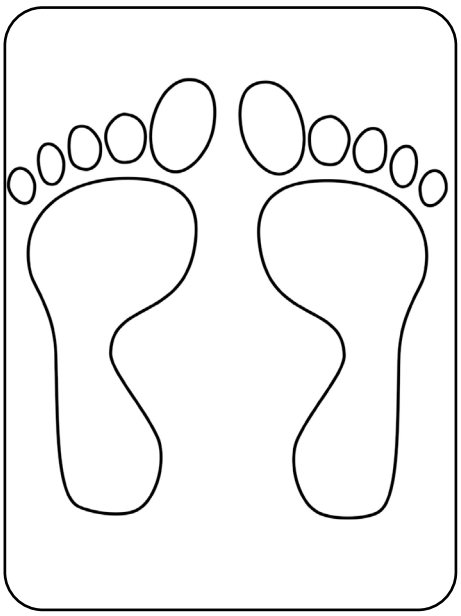
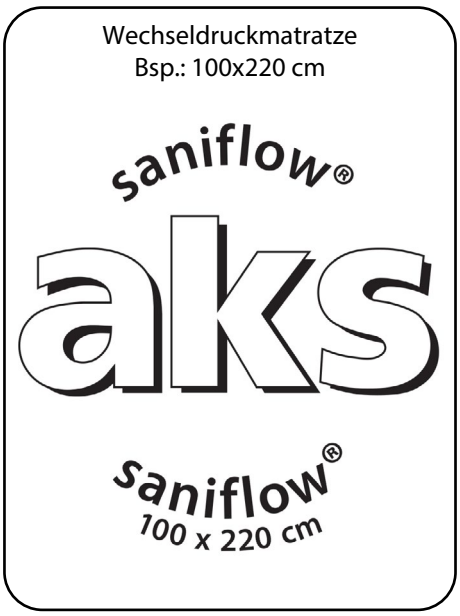

Abb. 6.01 - Aufdruck Matratzenbezug Fußsymbol
Abb. 6.02 - Aufdruck Matratzenbezug Typenbezeichnung
7. Positionieren Sie die Wechseldruckmatratze so auf der Liegefläche des Bettes, dass sich die Versorgungsschläuche rechts unten am Fußende befinden (aus der Sicht der im Bett liegenden Person). Der Aufdruck „Fußsymbol“ (Abb. 6.01) auf der Wechseldruckmatratze muss sich am Fußende des Bettes befinden. Der Aufdruck der Typenbezeichnung (Abb. 6.02) befindet sich dann an der Kopfseite. Beide Aufdrucke kennzeichnen außerdem die Oberseite/Liegefläche der Wechseldruckmatratze.